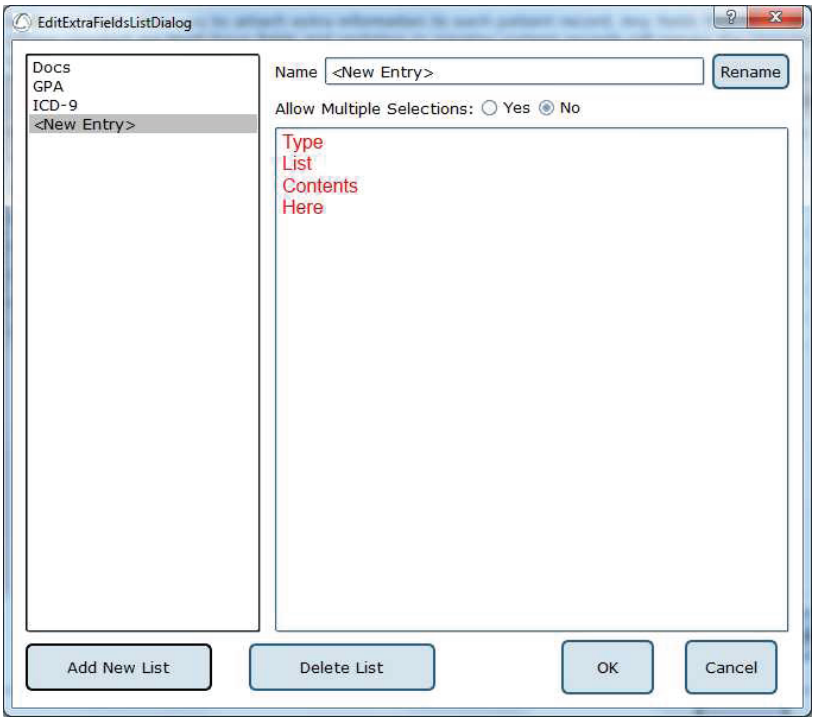

Figure 11: Values Editor Window.
**Values Editor**: Operator-created lists are generated and saved through the Values Editor. When clicked, a new window will appear that lists the currently saved lists for additional fields (located on the left). When a list is selected on the left, the contents of the list are displayed on the right. A full view of the Value Editor is shown in Figure 11 on the following page.